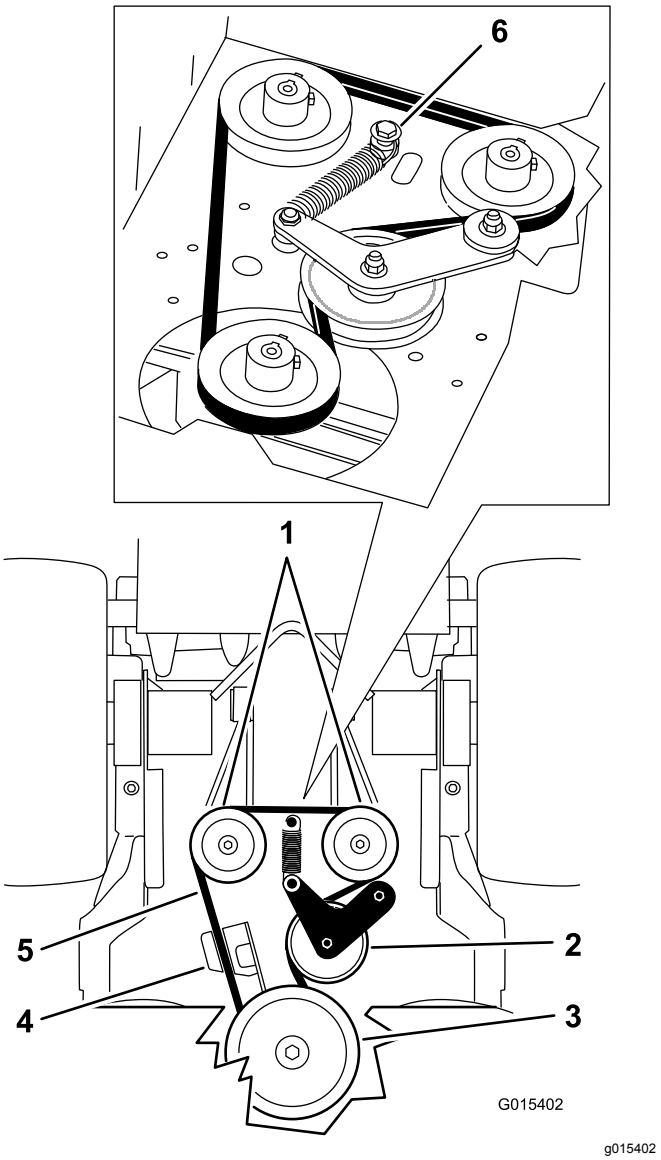

**Figur 67**
5. Fjern ansatsbolten, møtrikken og spændeskiven fra motorskjoldet, som er tilsluttet til fjederen (Figur 67).
6. Fjern pumpedrivremmen (Figur 67).
8. Monter fjederen på ansatsbolten og skiven, og tilslut den til motorskjoldet med møtrikken (Figur 67).